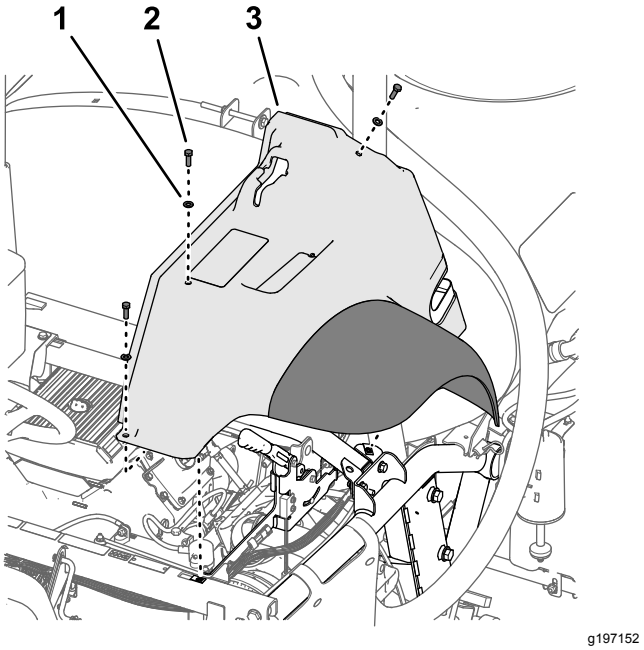

Figur 217
4. Monter skjermen løst til rammen (Figur 217) med de tre boltene (5/16 x 1 tomme) og tre